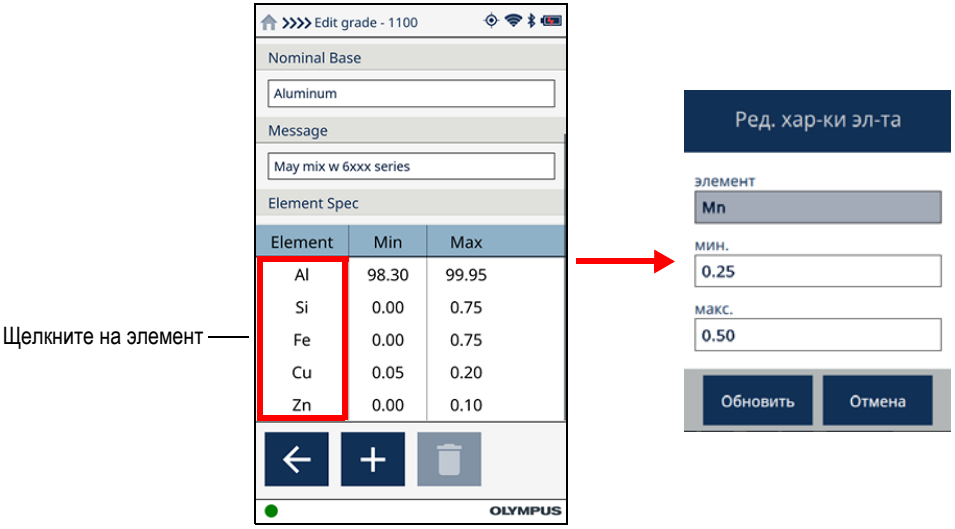

Рис. 2-84 Экраны Ред. марку (слева) и Ред. хар-ки эл-та (справа)
1. В зоне **Хар-ки эл-та** экрана **Ред. марку** (см. Рис. 2-84 на стр. 90) нажмите на элемент, чтобы изменить его в диалоговом окне **Ред. хар-ки эл-та** (см. Рис. 2-84 на стр. 90).